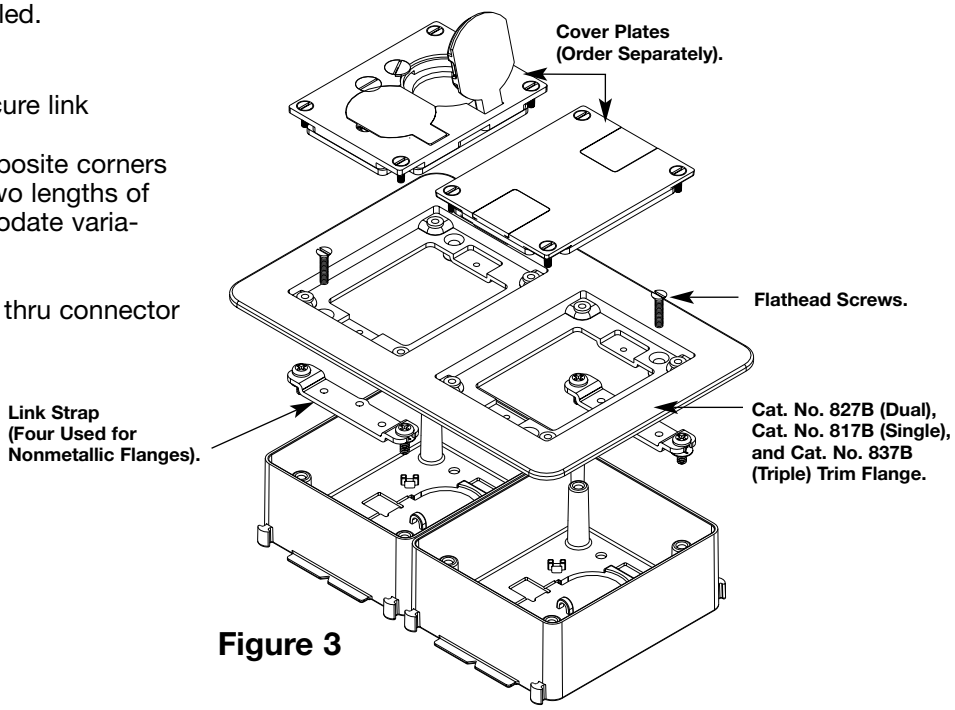

**Figure 3**
**5.** Attach trim flange (see Figure 3).